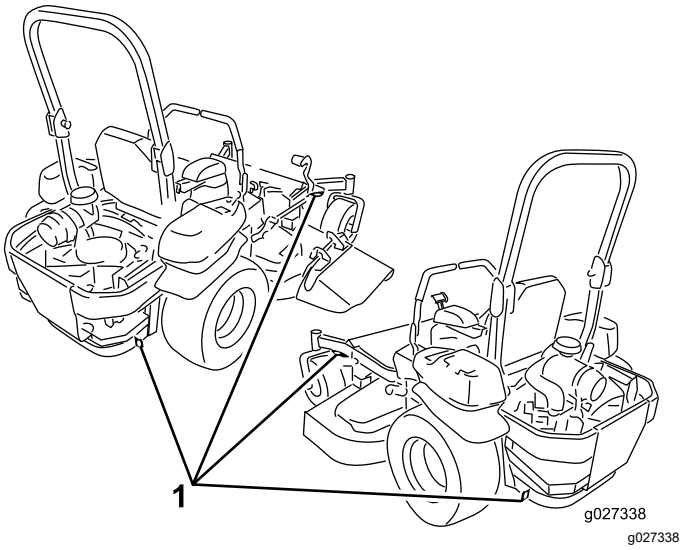

Rysunek 41
6. Unieruchom maszynę w pobliżu przednich kółek samonastawnych oraz tylnego zderzaka stosując pasy, łańcuchy, przewody lub liny (Rysunek 41). Przestrzegaj lokalnych wymagań dotyczących mocowań.